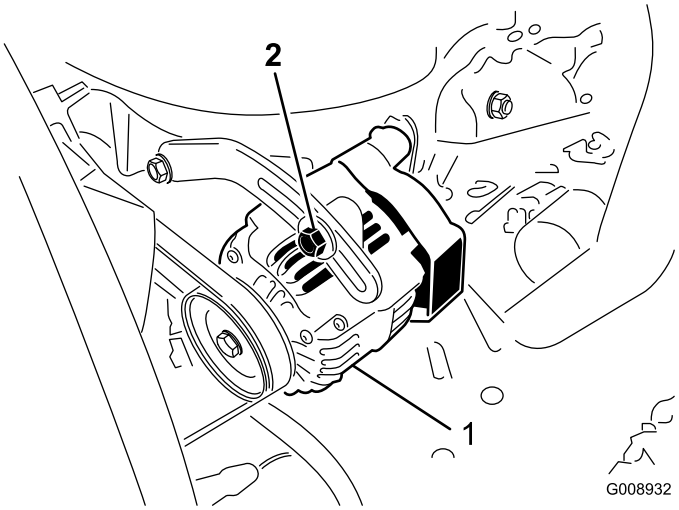

Figura 49
2. Si la desviación no es de 10 mm, afloje los pernos de montaje del alternador (Figura 49).